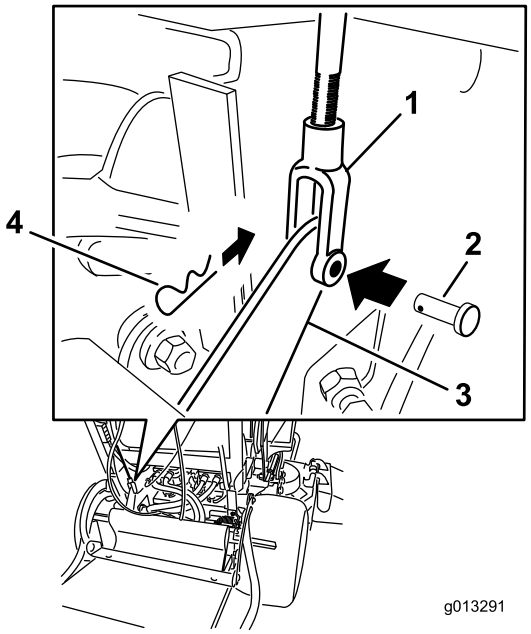

Figuur 64
4. Om de rem af te stellen, verwijdert u de borgpen en de gaffelpen uit de onderste remhendel en de gaffel (Figuur 64).
7. Bevestig de gaffel aan de onderste remhendel met de borgpen en de gaffelpen (Figuur 64).